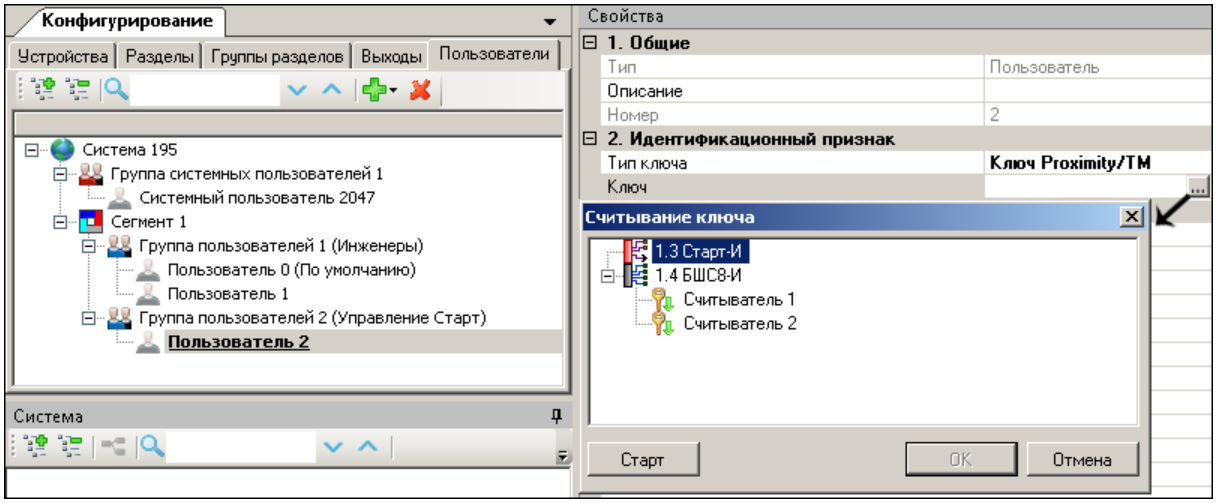

Рис. 36
4. Каждому пользователю необходимо назначить ключ доступа. Для этого необходимо выделить пользователя и выбрать тип ключа. Для регистрации ключа Proximity/TM необходимо вызвать окно "считывание ключа", нажав на кнопку "…" в строке "ключ" (рис. 36). В открывшемся окне необходимо выбрать считыватель и нажать кнопку "Старт", после чего поднести карту или ключ к считывателю. Регистрацию ключа можно производить с помощью ПУПТ-S1, подключенного к Старт-И (ПУПТ-S1 должен быть запрограммирован в Старт-И). При этом в окне "считывание ключа" следует выбрать Старт-И.